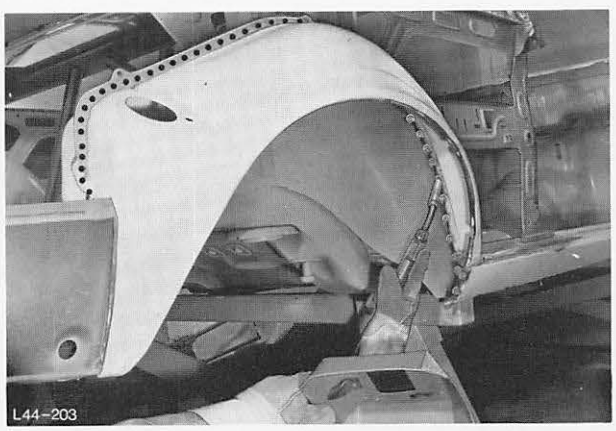

Abb. 218 Radhaushälfte schutzgasschweißen
7. Radhaushälfte schutzgasschweißen, Abb. 218.